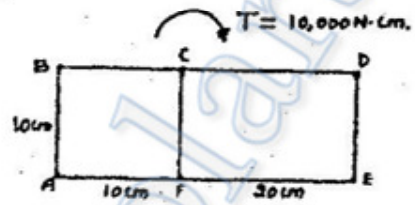

Fig. Q. 14 (a)
14. (a) Find the shear flow and angle twist for a length of two cell structure shown in fig. Q. 14 (a). The material used is alumimum = 70 GPa, Poisson ratio = 0.3 , $t$ = 0.1 cm.